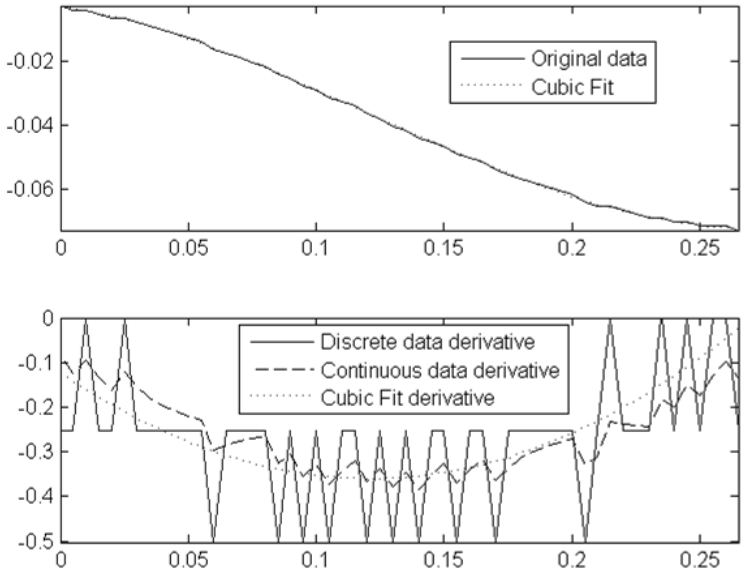

Figure 6: Derivative approximations add significant noise
Our sensors directly measure θ_p,θ_r. We developed an approximation for $\dot{\varphi}_r$ in section 2.1 and you can use the same velocity approximation for $\dot{\theta}_p$and $\dot{\theta}_r$. If we estimate $\ddot{\theta}_p$and $\ddot{\theta}_r$by differentiating again and use our friction model from section 2.3 to replace $F(\dot{\theta}_r)$, the only unknowns in the top equation of (17) are b_p and b_r. Solving for them is trivial, assuming we can find the second derivative. Alas, Figure 6 shows that the first derivative is noisy, and the second derivative is worthless. A better approach would find a polynomial fit for θ_p,θ_r, and differentiate this fit to get clean values for $\dot{\theta}_p$,$\dot{\theta}_r$,$\ddot{\theta}_p$and $\ddot{\theta}_r$.